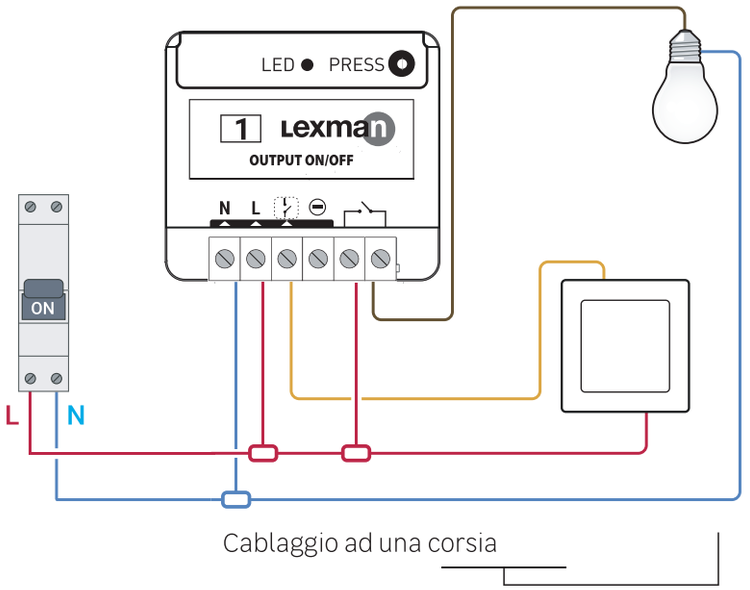

Figura 1
3. **Passare il cavo sul ricevitore ON/OFF secondo lo schema (figura 1).**